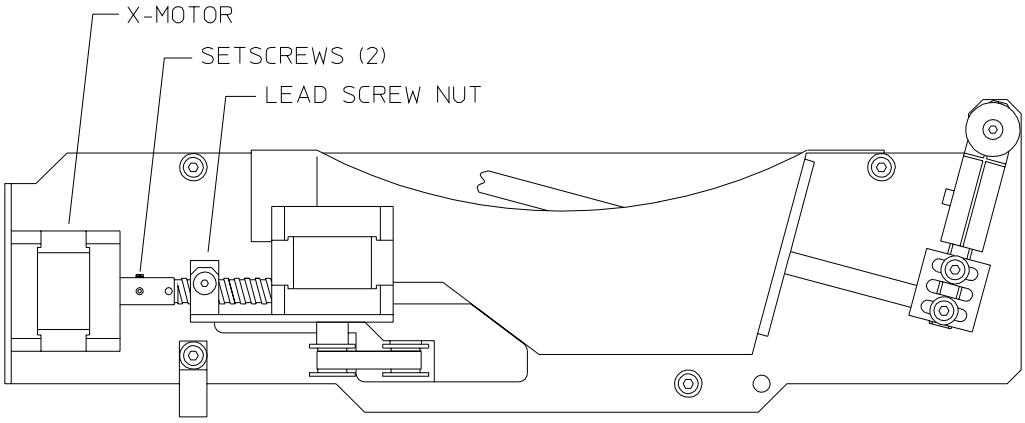

FIGURE 3-10. Disconnecting the X-Motor Lead Screw from the Motor Shaft
4) Rotate the motor shaft to position the lead screw nut close to the X-motor (Figure 3-10).